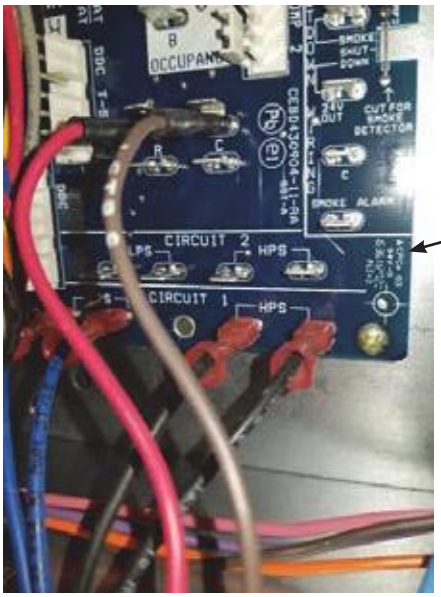

Figure 21 – Connect Red and Brown Wires to Central Terminal Board
Step 29: Connect the red and brown wires from the Jade controller harness to the CTB. See Figures 21 and 28. The red wire connects to “R” on the CTB, and the brown wire connects to “C”.